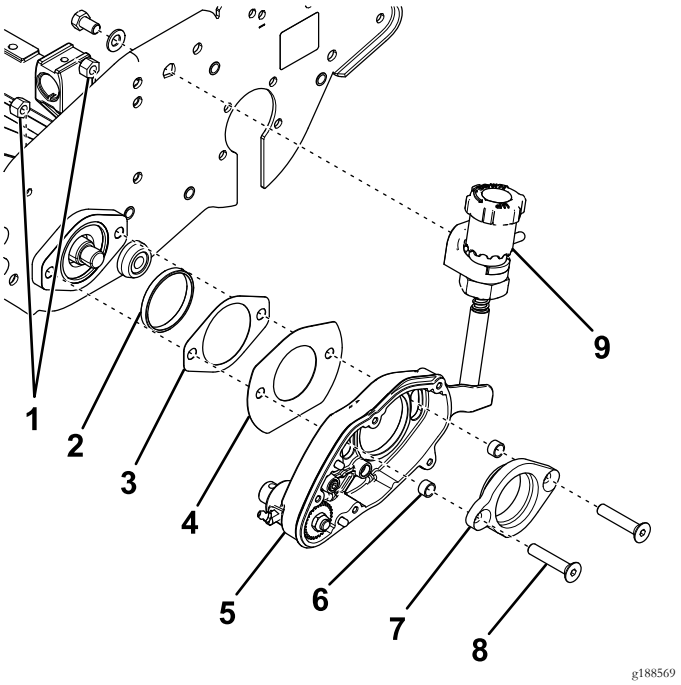

Figur 6
2. Sæt adapterringen i knivcylinderlejehuset på sidepladen (Figur 6).
3. Sæt de 2 fladhovedede skruer gennem lejeadapteren, og skub de nye afstandsbøsninger på enderne (Figur 6).
4. Sæt lejeadapteren ind i trimmerhuset (Figur 6).
5. Skub åbningsdækslet og den nye pakning over de fladhovedede skruer (Figur 6).
6. Sæt de fladhovedede skruer gennem knivcylinderlejehuset, og fastgør dem med 2 låsemøtrikker (Figur 6).
7. Fastgør justeringsgrebet på sidepladen med en bolt og spændeskive (Figur 6).